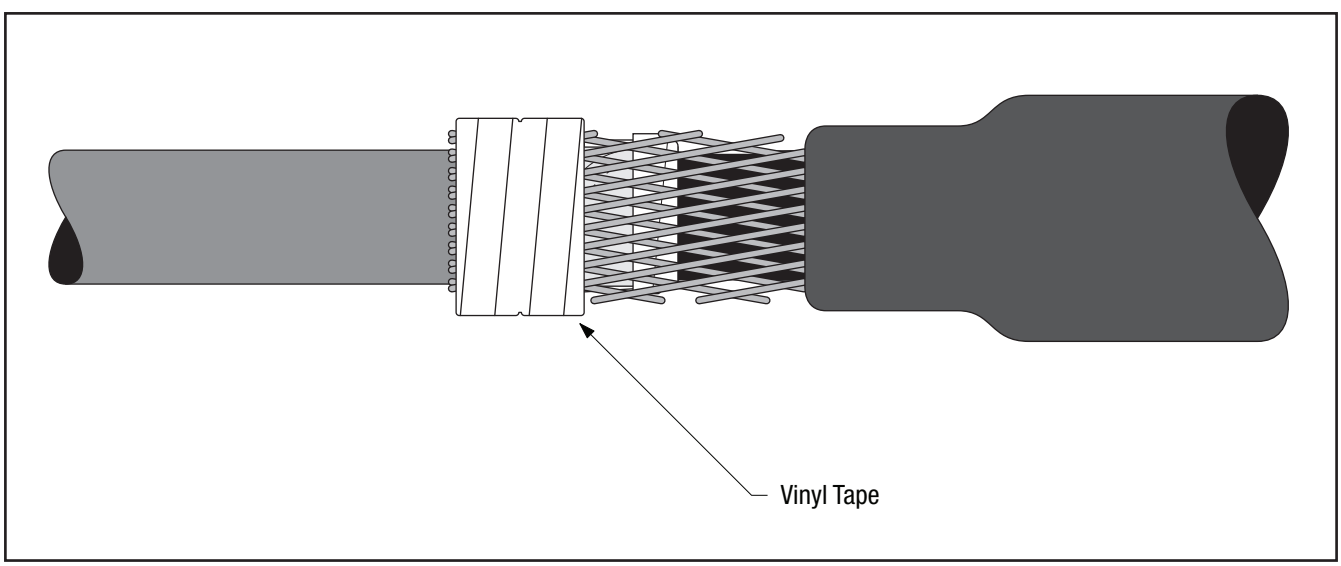

Figure 15
5.4 Wrap two half-lapped layers of vinyl tape over all constant force springs *(Figure 15).*